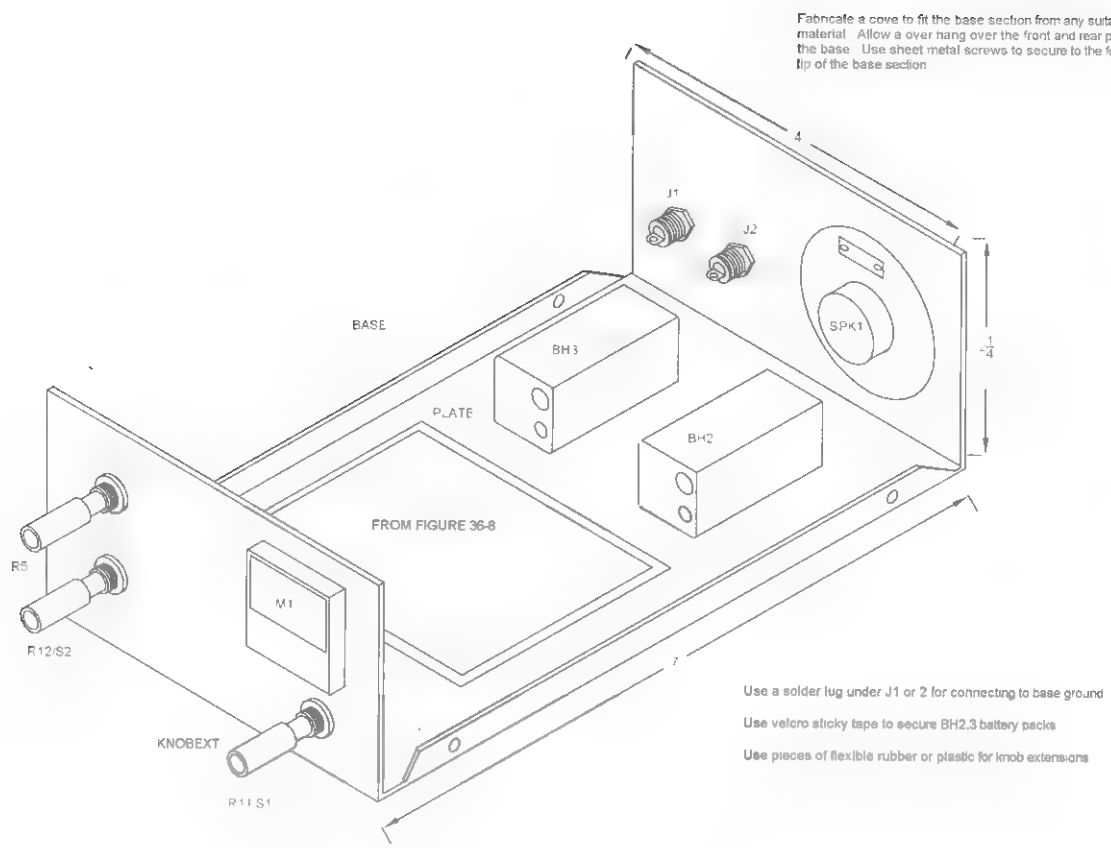

Figure 36-8 *Control box base section fabrication and layout*
2. Create the enclosure base section (BASE) from sheet aluminum, as shown in Figure 36-8, with holes for meter Ml, speaker SPK1, R11/S1, R12/S2, R5, and holes for J1 and J2. Assemble the components as shown. Note the battery holders secured via two-sided tape, TAl.
BASE	Created as shown in Figure 36-8 from .063 aluminum